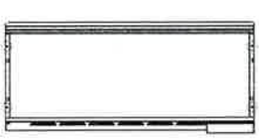

FIG. 1
3. Remove the plastic panel holders by removing the screws (FIG. 1 and 2).